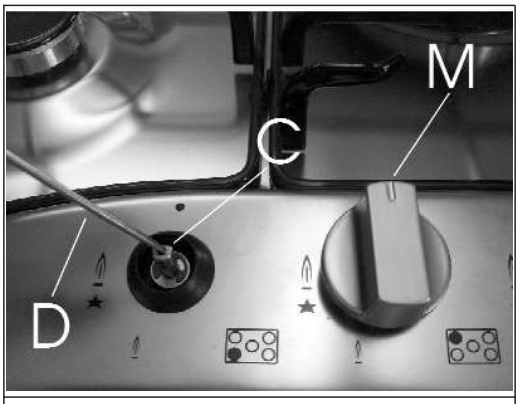

FIG. 13
- Fjerne bryteren "M" (fig. 13) fra kranen festet med enkelt trykk på stangen.
- Putt en liten skrutrekker "D" inn i åpningen "C" (fig. 13), og vri skruen til høyre eller venstre helt til brennerflammen er regulert til et passende "Minimum".